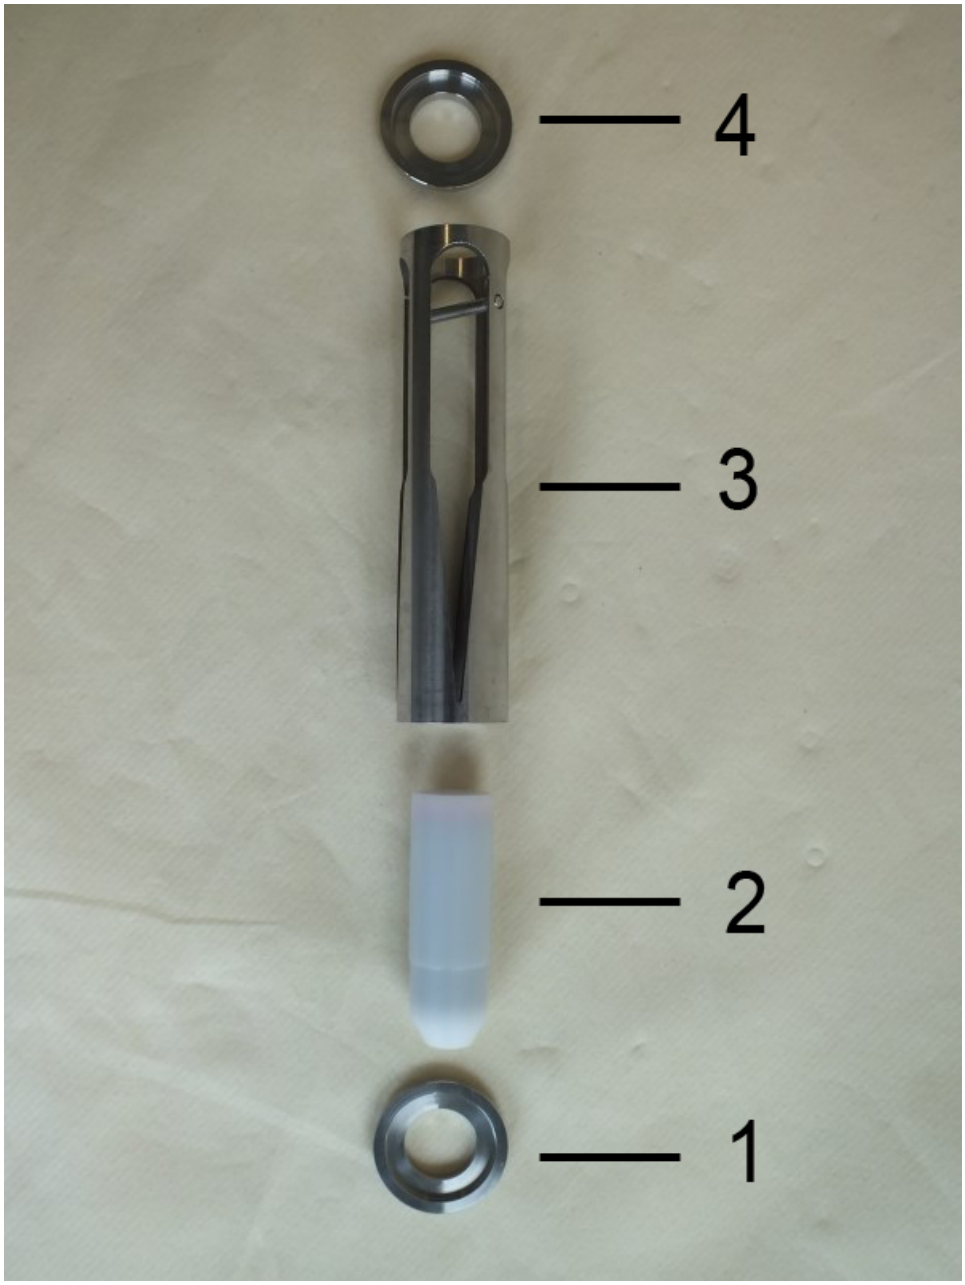

Fig. 44: Inner parts DWM-L
5. The inner parts of the flow monitor consist of the centering disc (inlet) (*Fig. 44*/1), float (*Fig. 44*/2), slot nozzle (*Fig. 44*/3) and centering disc (outlet) (*Fig. 44*/4).